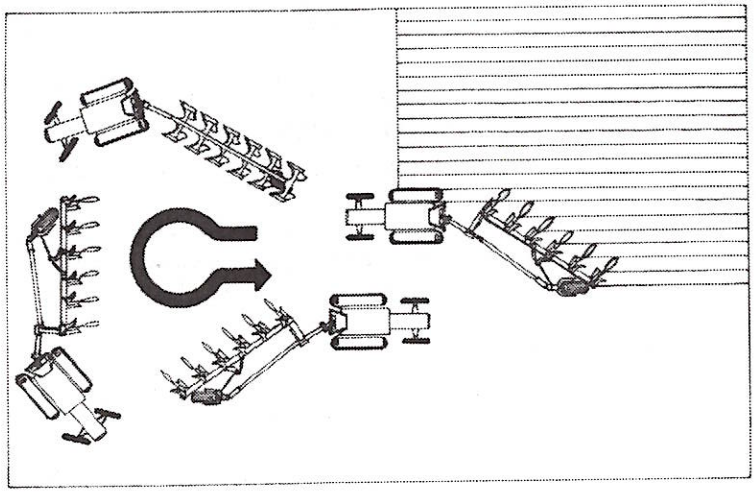

Rys. 6.
c) zacznij obrót pługa niezwłocznie po wyjściu wszystkich korpusów z ziemi (rys. 6.);